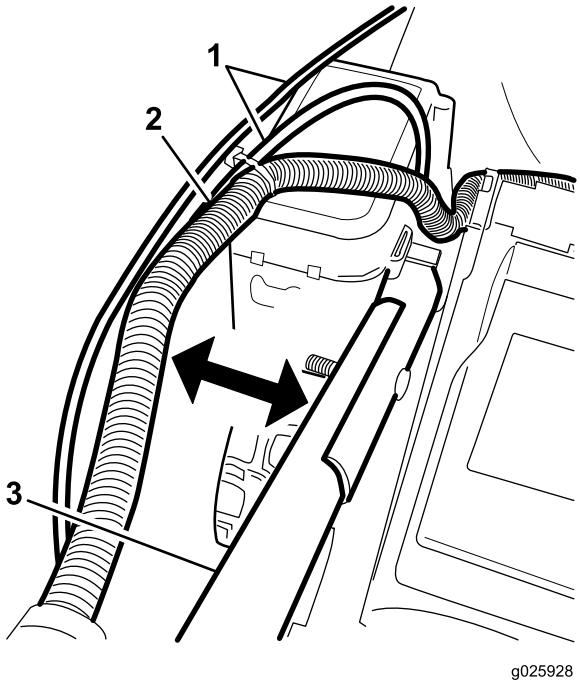

**Figur 5**
1. Handtagsvred (2)
**Viktigt:** **Dra kablarna på utsidan av handtaget när du drar ut handtaget (Figur 5).**